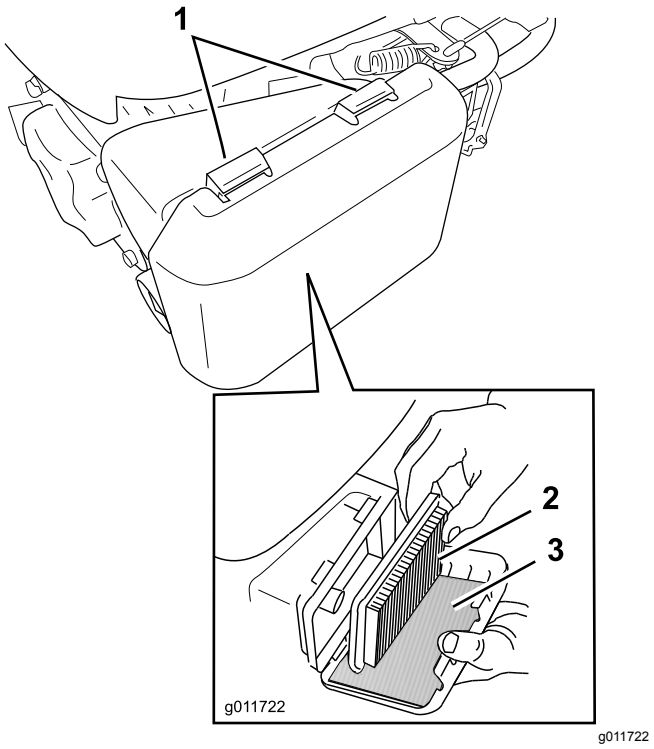

Figure 22
1. Appuyez sur les languettes de verrouillage en haut du couvercle du filtre à air (Figure 22).
3. Retirez l'élément en papier et le préfiltre en mousse (Figure 22).